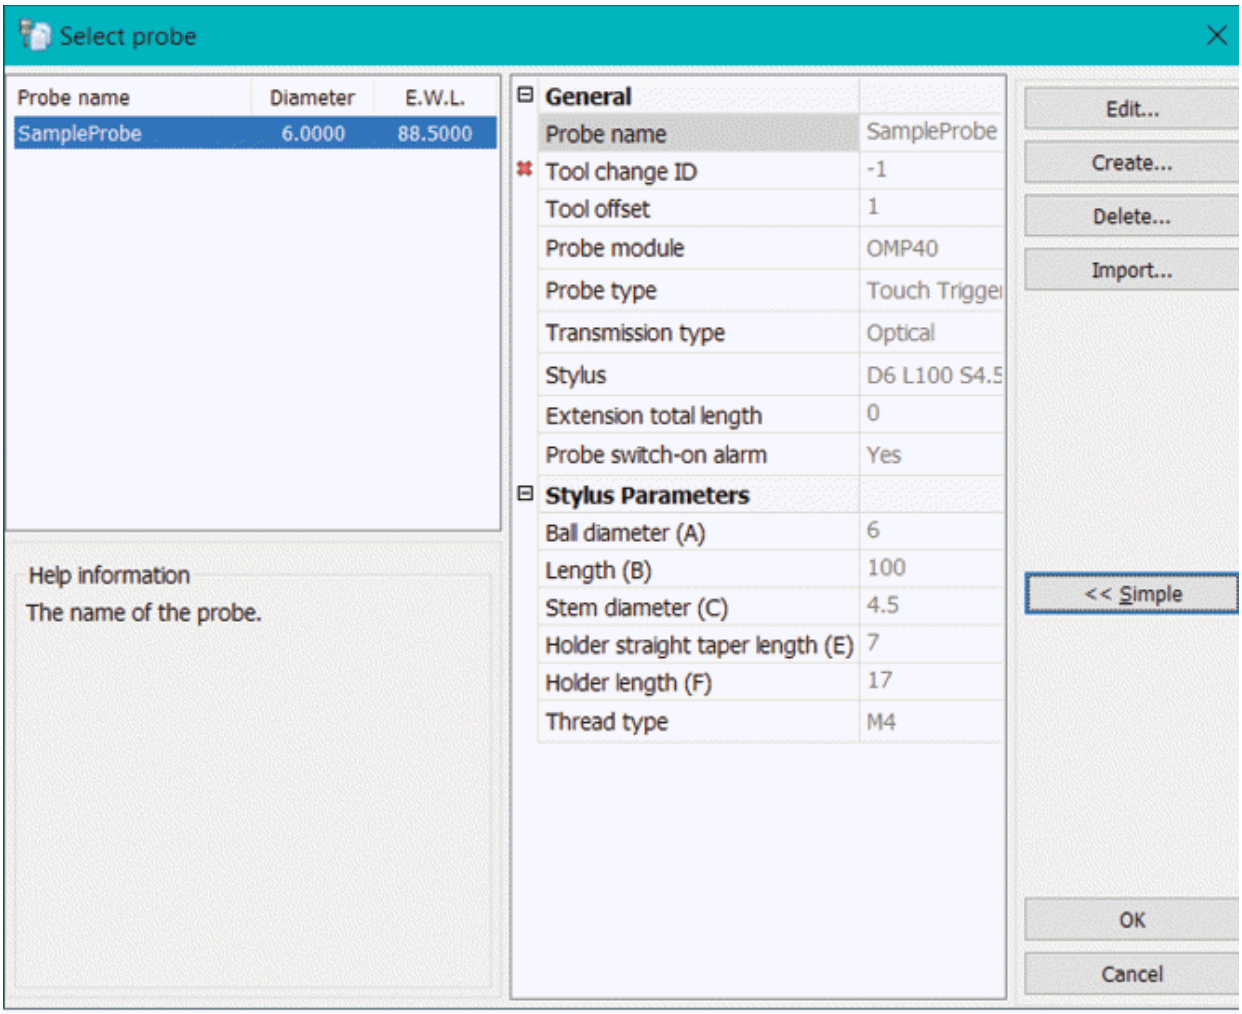

Figure-2. Advanced options for selected probe tool
- Click on the **Advanced >>** button to check advanced parameters of probe tool. The options will be displayed as shown in Figure-2.